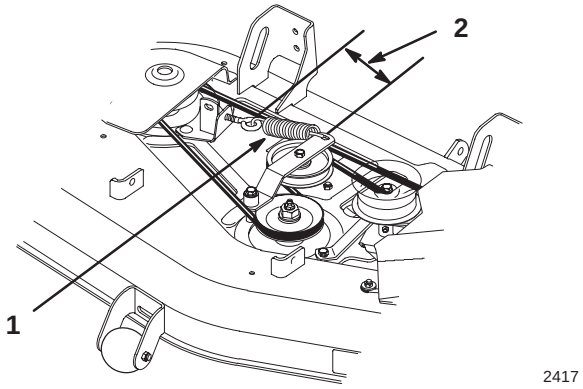

Figure 29
3. Détendre le ressort du galet tendeur et retirer la courroie du galet et des poulies (Fig. 29).
2. Régler la tension du ressort de tendeur pour que la longueur du ressort d'un bout à l'autre soit de 14 cm (5–1/2") (Fig. 29).